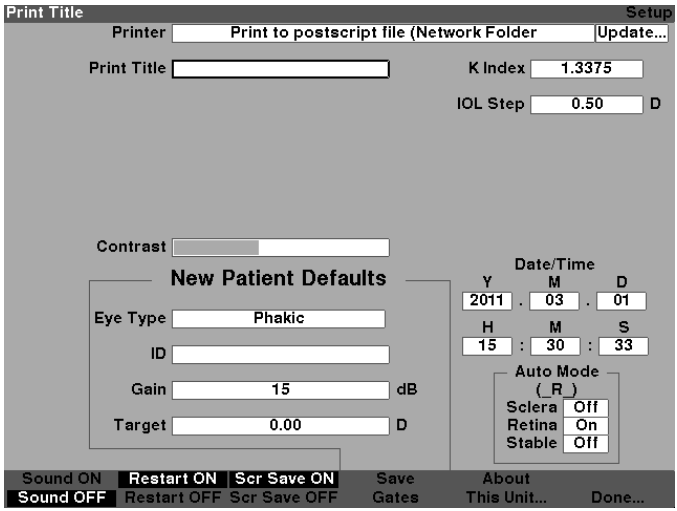

Figure 5-34 Print Title Field Selected
1. Within the Setup Screen, rotate the knob to select the Print Title field, indicated by a solid black border as shown in figure 5-34.